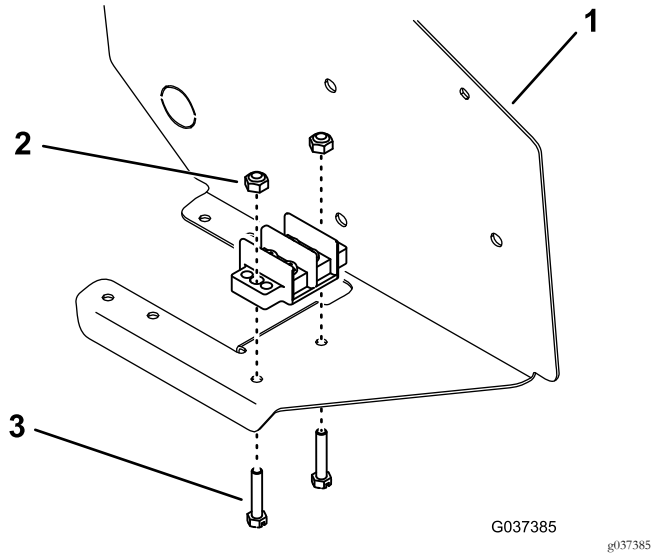

図 8
3. コントロールパネルアセンブリの底部にアース端子ブロックを取り付けるねじ2本とロックナット2個を使用する図 8。
注 図 8に示すように、ねじはパネルの下側から取り付ける。